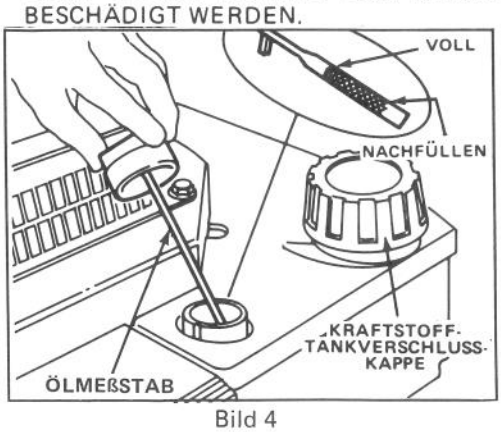

Bild 4
3. Ölmeßstab abwischen und in den Einfüllstutzen stecken. Verschlußkappe eine Vierteldrehung im Uhrzeigersinn drehen. Dann den Ölmeßstab entfernen und Ölstand prüfen (Bild 4). Ist der Ölstand niedrig, Ölstand nur bis zur VOLL-Markierung auf dem Ölmeßstab nachfüllen. NICHT ÜBER DIE VOLL-MARKIERUNG HINAUS FÜLLEN, DENN MOTOR KÖNNTE BEIM START BESCHÄDIGT WERDEN.
1. Rund um die Kraftstofftankverschlußkappe reinigen und Kappe vom Tank entfernen (Bild 4). Bei bleifreiem Benzin Kraftstofftank bis 6-13 mm unterhalb der Oberseite des Tanks füllen.